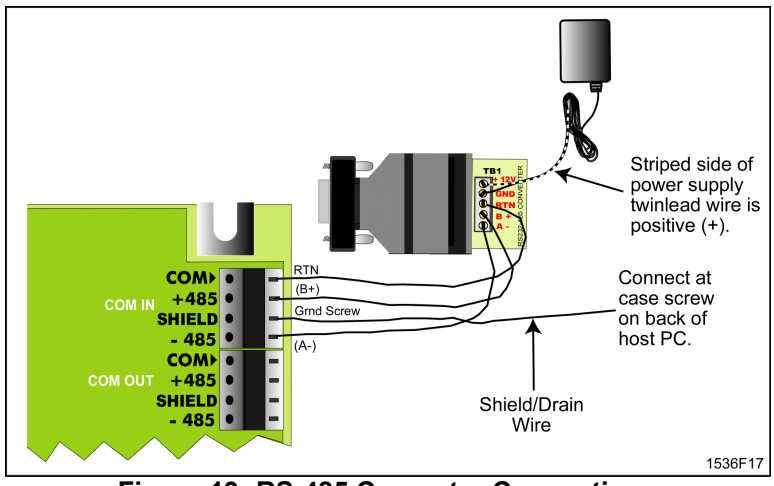

Figure 19: RS-485 Converter Connections
1. Wire the RS-485 converter to the EMC as shown in Figure 19.
- ❒ Verify the wiring of the RS-485 Converter; refer to Figure 19 on page 20.